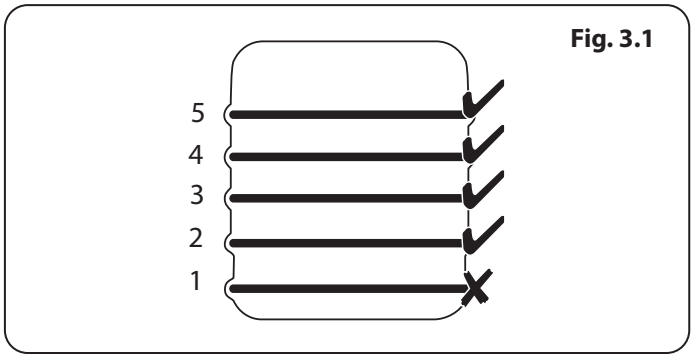

Fig. 3.1
- Los bastidores telescópicos con guías se pueden utilizar en los niveles 2, 3, 4 y 5. No es posible utilizar el bastidor en el nivel 1 (**Fig. 3.1**).